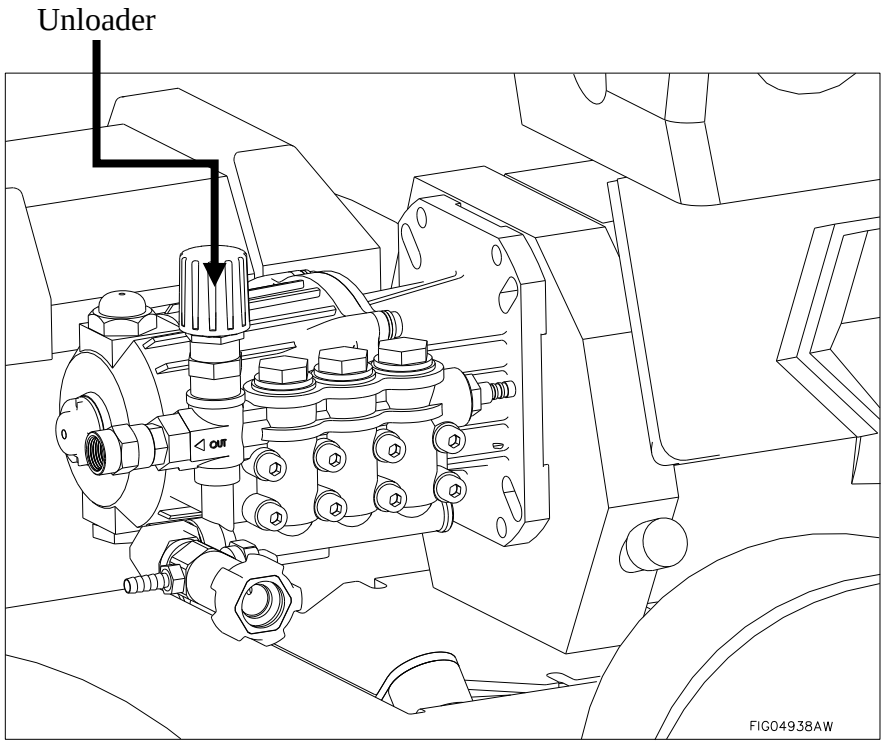

Figure 11
8. The pressure washer is set and locked to the maximum rated pressure when it leaves the factory. To reduce the pressure, turn the unloader knob counterclockwise. (See Figure 11 on next page)